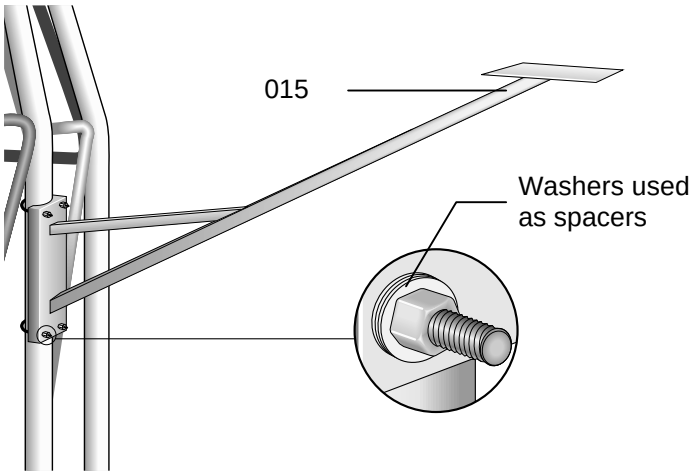

FIGURE 2.2-4. 015 Pyranometer Mounting Arm
Attach the 015 Pyranometer Mounting Arm to the mast as shown in Figure 2.2-4.
1. Position the 015 on the south facing lower leg (northern hemisphere), just below the tapered top section. Secure the 015 using the two U-bolts and nuts provided. Three spacing washers (not included) are required between the base and each nut (see Figure 2.2-4).